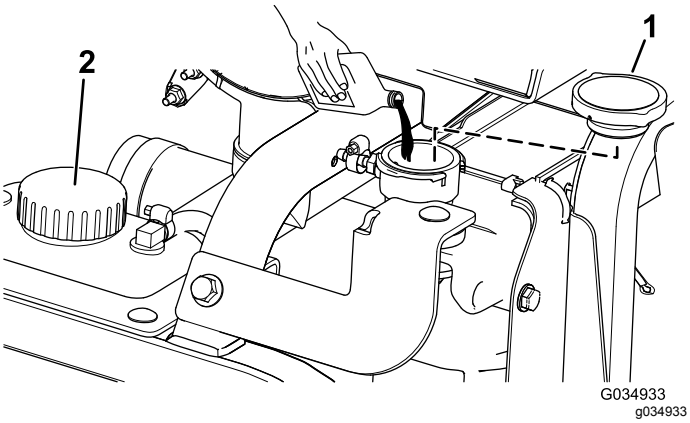

Figur 112
5. Fyld køleren med kølevæske, indtil kølevæskestanden er i niveau med kanten af påfyldningshullet (Figur 112).